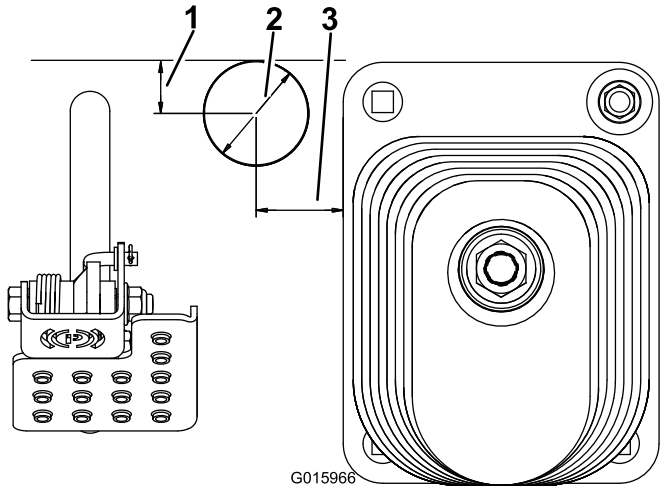

Figura 4
2. Usando las dimensiones indicadas en Figura 4, localice, marque y perforе un agujero de 2 pulgadas (51 mm) de diámetro en la chapa de suelo.